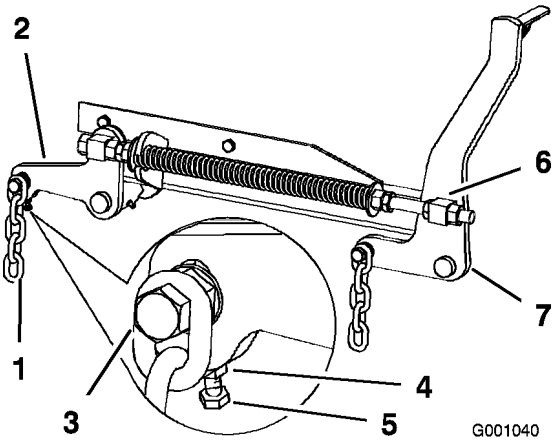

Figur 73
7. Hvis målingerne ved position **B** eller **C** ikke er korrekte, skal du løsne bolten, som fastholder den bageste kæde til den bageste støttearm (Figur 73).
8. Løsn kontramøtrikken under den bageste støttearm, og juster justeringsbolten for at opnå et mål på 3-1/8 til 3-1/4 tommer (Figur 73).
7. Løsn de forreste drejeleds kontramøtrikker ved forenden af højre og venstre drejeled, ca. 13 mm (Figur 73).
8. Juster løftemøtrikkerne på maskinens venstre og højre side for at få en måling, der er 6 til 10 mm lavere foran ved A end bagest ved **B** (Figur 73).